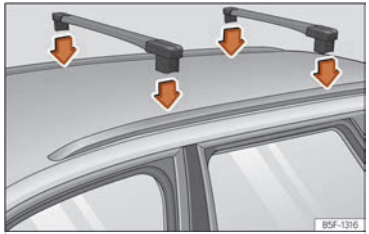

Fig. 196 Punts de fixació de les barres longitudinals per al portaequipatges del sostre (Leon Sportstourer).
Vàlid per a Leon Sportstourer: Les barres transversals es munten en les barres laterals del sostre ››› **fig. 196**. La distància entre barres transversals (A) ha de ser d'aprox. 75 cm i la